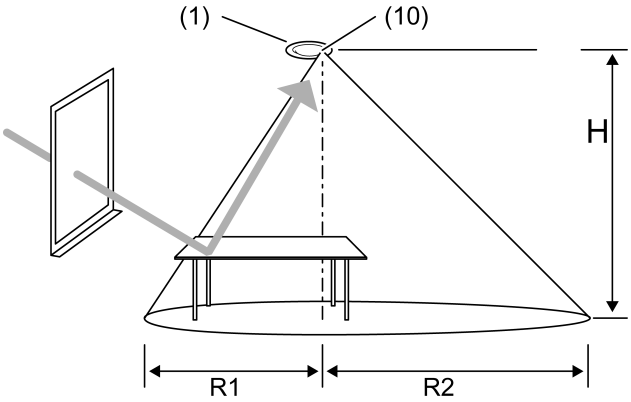

Bild 7
- Vid monteringen skall apparaten justeras in på ett sådant sätt att ljusstyrkesensorn (10) inte är vänd mot fönstret (Bild 7).